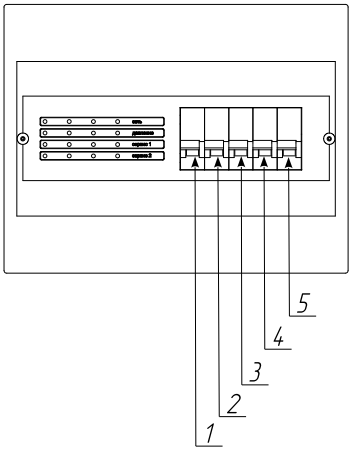

Рисунок 1.5 — Автоматические выключатели на пульте индикации
1.1.4.3 Запуск прибора осуществляется включением двух автоматических выключателей на пульте индикации (рисунок 1.5, первый автоматический выключатель — общий, второй автоматический выключатель — соответствующий включаемому прибору).